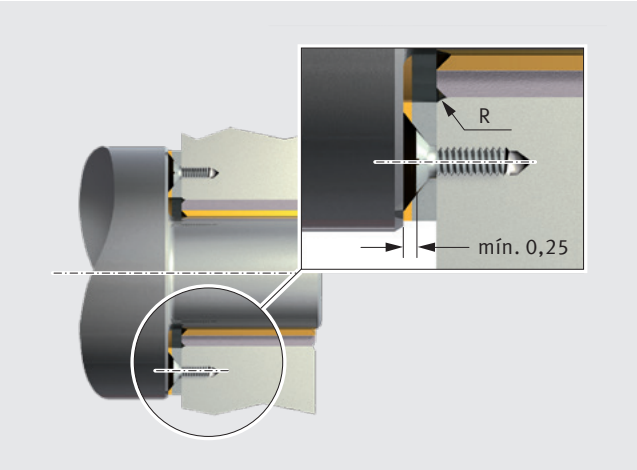

Fig. 42: Fijación de una arandela de tope PAW sin escotadura de la carcasa
- fijar con varios pasadores de ajuste o tornillos (Fig. 42)